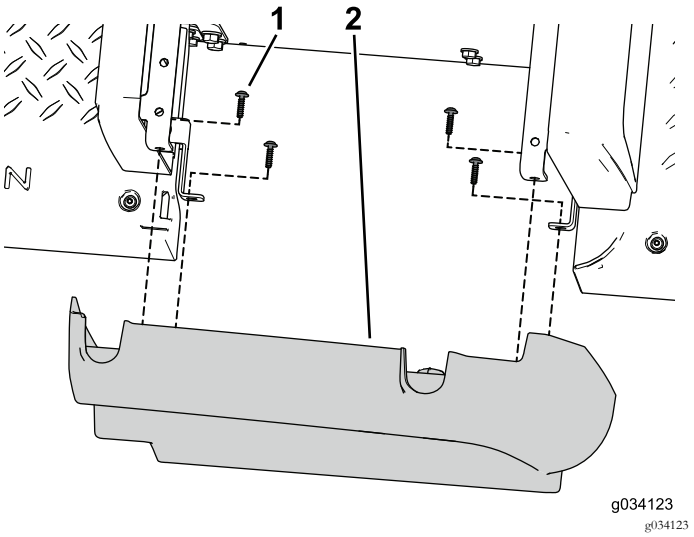

Figur 43
1. Sätt fast de vänstra och högra sidopanelerna från satsen på den främre sätessockelns paneler med åtta självgängande skruvar (3/32 x 7/8 tum) (Figur 43).